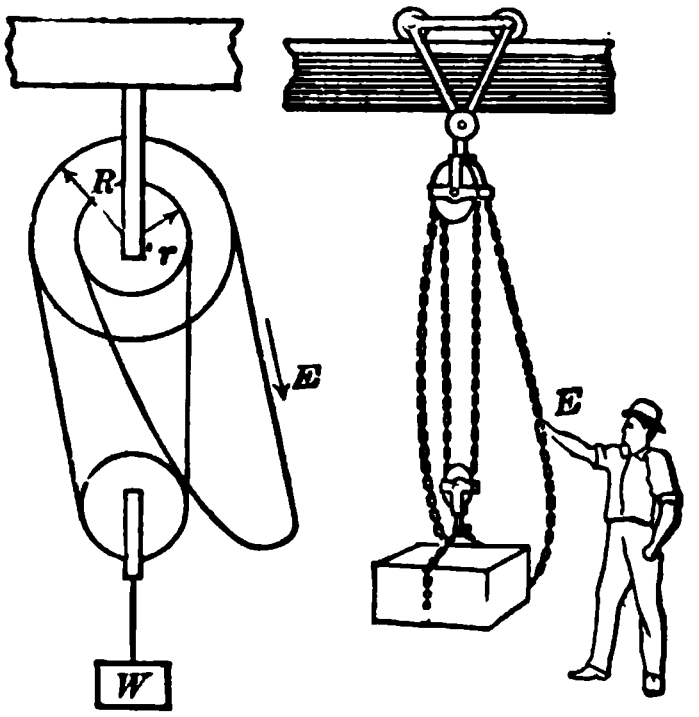

Fig. 42. Differential pulley.
34. The differential pulley. In shops where heavy machinery is to be lifted, use is often made of the **differential pulley**, shown in figure 42. This consists of two sheaves of different diameters in the upper block rigidly fastened together, and one sheave in the lower block. An endless chain runs over these blocks. The rims of the sheaves of the upper block have projections which fit between the links and so keep the chain from slipping. Such a differential pulley has a *very large mechanical advantage*.